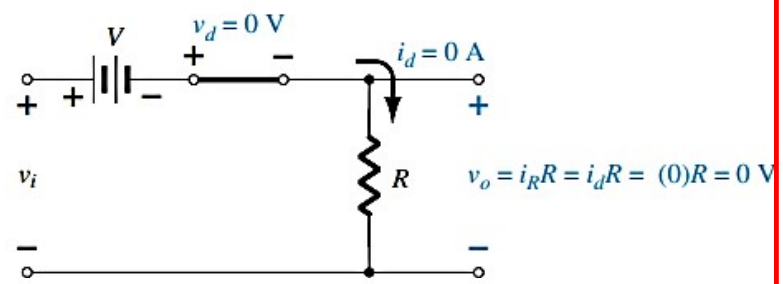

Fig. 3: Determining applied voltage for the circuit
- Note the substitution of the short-circuit equivalent for the ideal diode in **Fig 3**, and the fact that the voltage across the resistor is 0 V because the diode current is 0 mA. The result is v_i **-V = 0 or** v_i **= V** is the applied (transition) voltage.